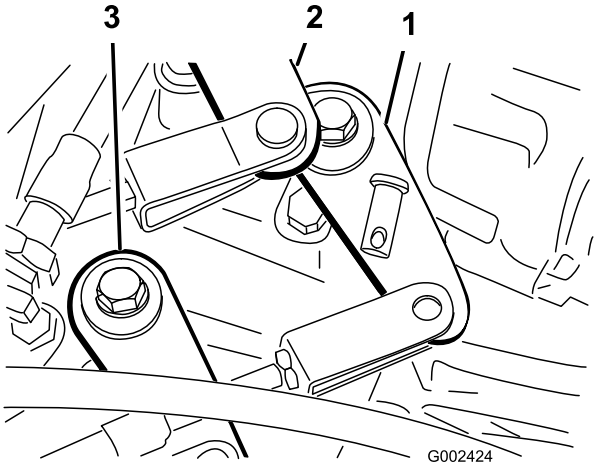

**Figur 50**
2. Fjern gaffelboltene, der fastgør gearkablerne til gearkassens geararme (Figur 50).